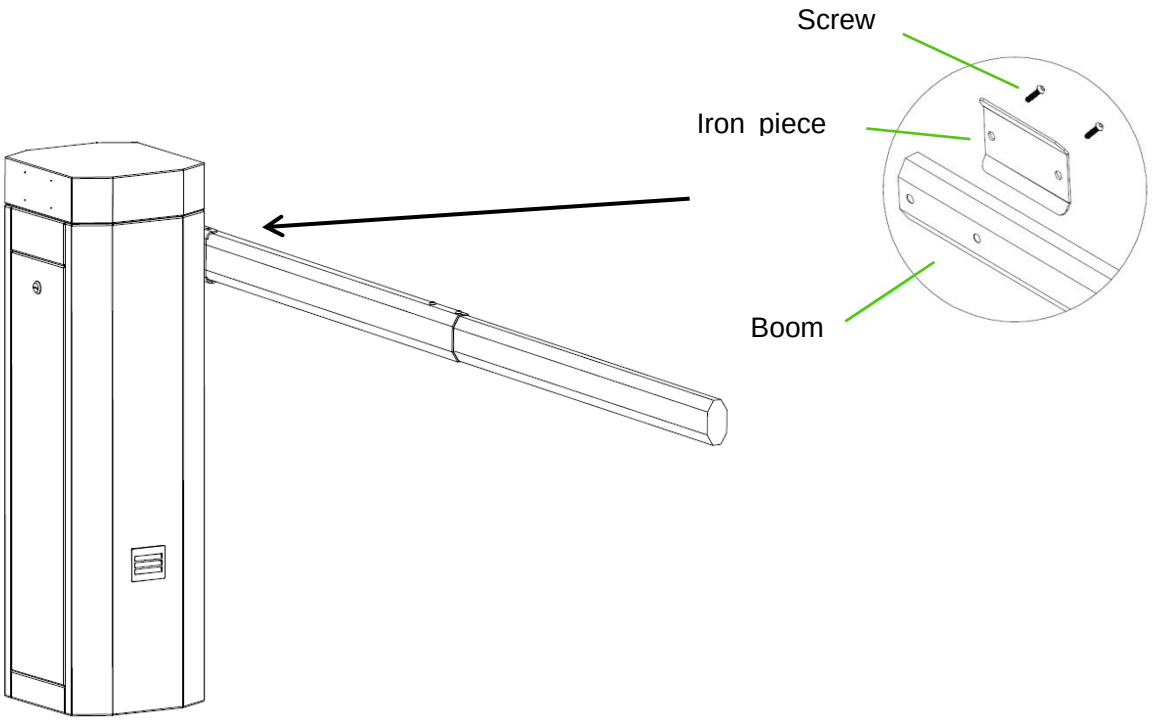

Figure 3-2 Installing the Boom to the Chassis
4) Installing the boom to the chassis, as shown in figure 3-2.